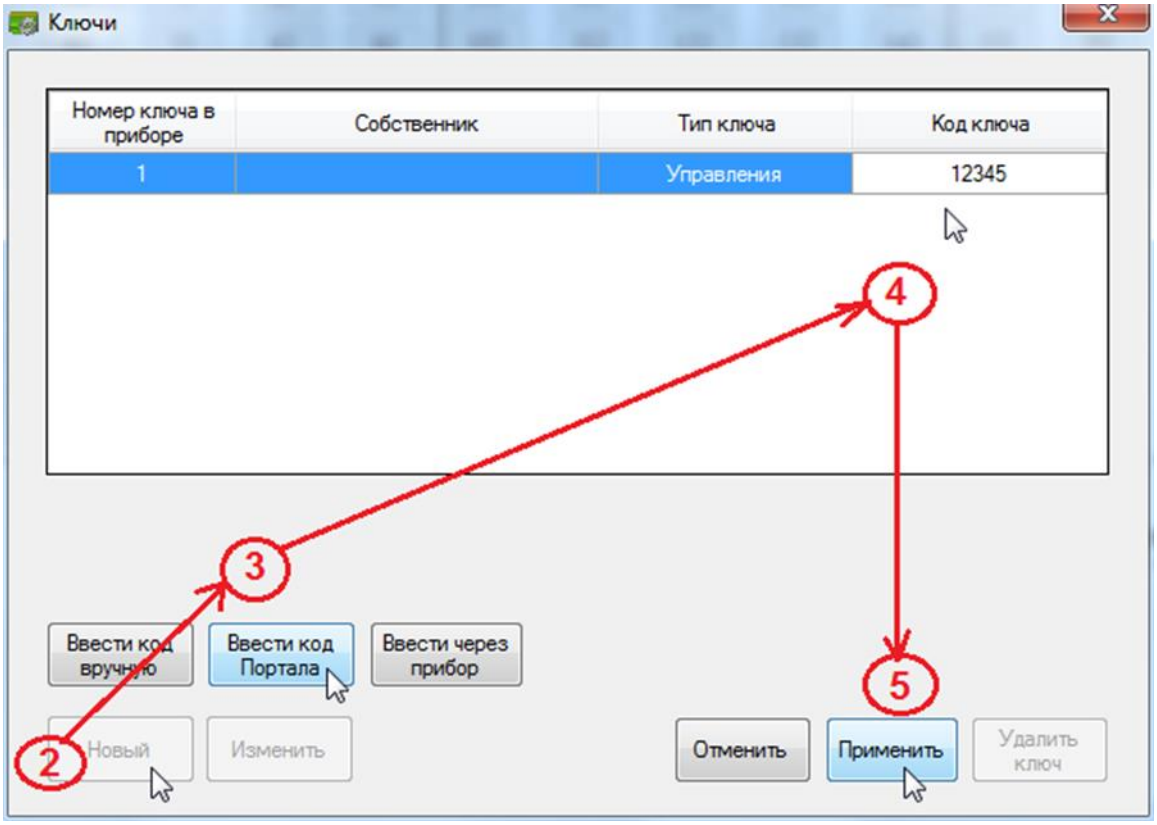

Рис. 23. Диалоговое окно процедуры добавления кодов «Портала»
2) в появившемся диалоговом окне «Ключи» нажмите кнопку «Новый» (Рис. 23, шаг 2) и затем кнопку «Ввести код Портала» (Рис. 23, шаг 3);
3) в поле «Код ключа» введите цифровой пароль, который будет вводится на клавиатуре «Портал» (Рис. 23, шаг 4);
4) нажмите кнопку «Применить» (рис. 23, шаг 5);